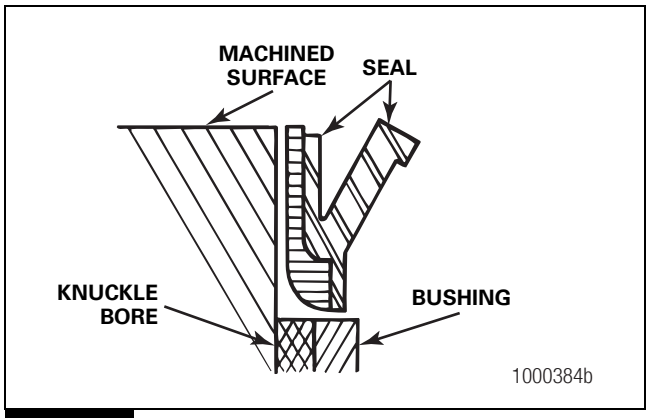
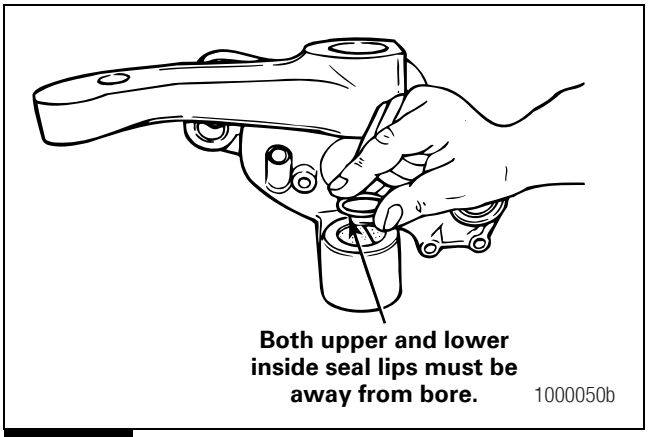
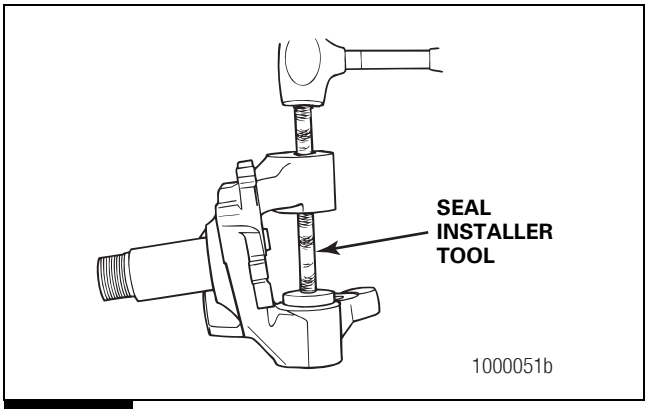

Figure 6.11
Figure 6.12
Figure 6.13
- **For Easy Steer and nylon bushings:** The top of the seal must be even with the top of the knuckle. Figure 6.11.
1. Turn the knuckle OVER. Place the seal lightly into the inner bore. The seal lip must be AWAY from the bore. Figure 6.11 and Figure 6.12.
2. Use a seal installer tool to press the seal firmly into the knuckle bore. Figure 6.13.
3. After installing the Easy Steer bushings, the top of the seal must be even with the inner machined surface of each knuckle bore. Figure 6.11.
4. Turn the knuckle over to the UP position. Place the seal lightly into the inner bore. The seal lip must be AWAY from the bore. Figure 6.11.
5. Use a seal installer tool to press the seal firmly into the knuckle bore. Figure 6.13. The top of the seal must be even with the inner machined surface of each knuckle bore. Figure 6.11.